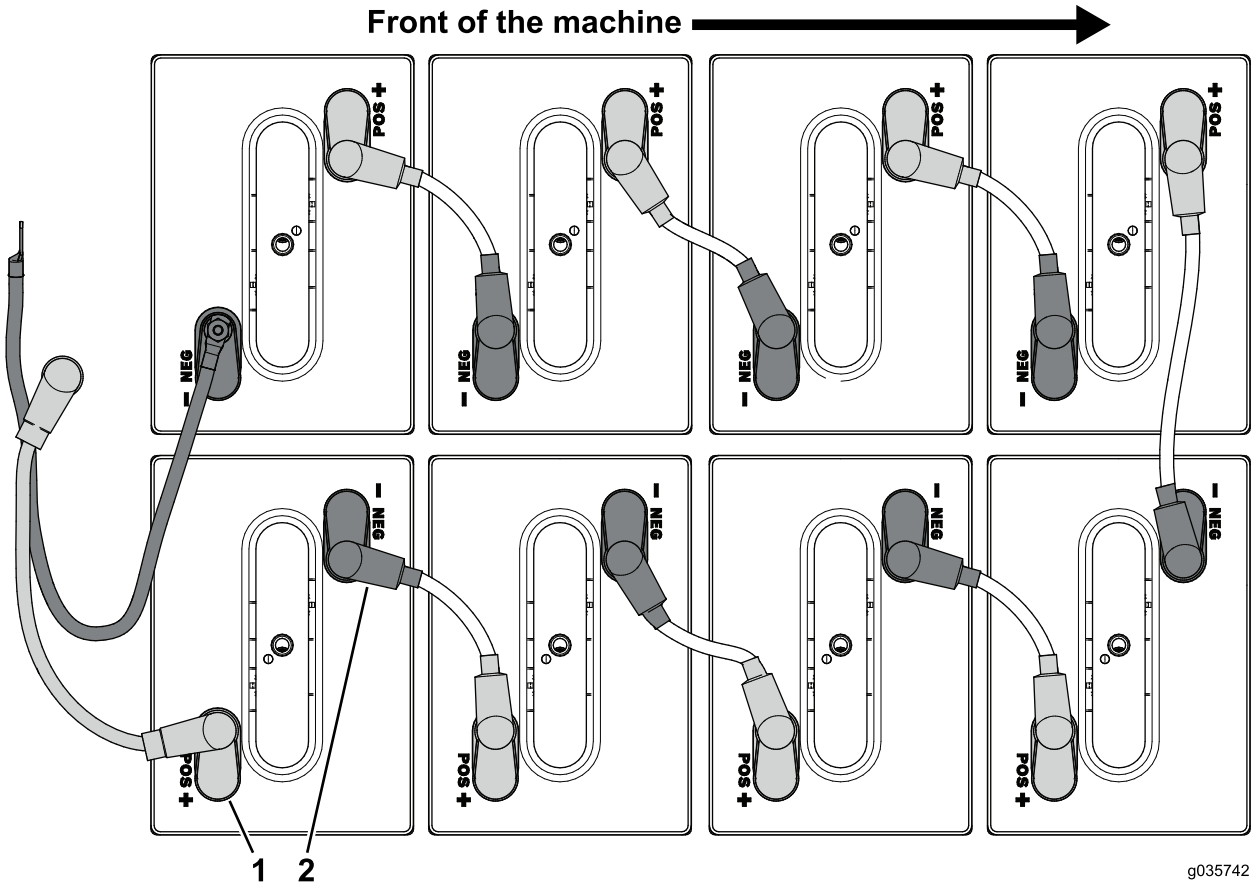

Figure 57
3. Disconnect the battery cables connected to the positive (+) terminal on the batteries in the front battery tray (Figure 57).
4. Disconnect the battery cables connected to the negative (–) terminal on the batteries in the front battery tray (Figure 57).